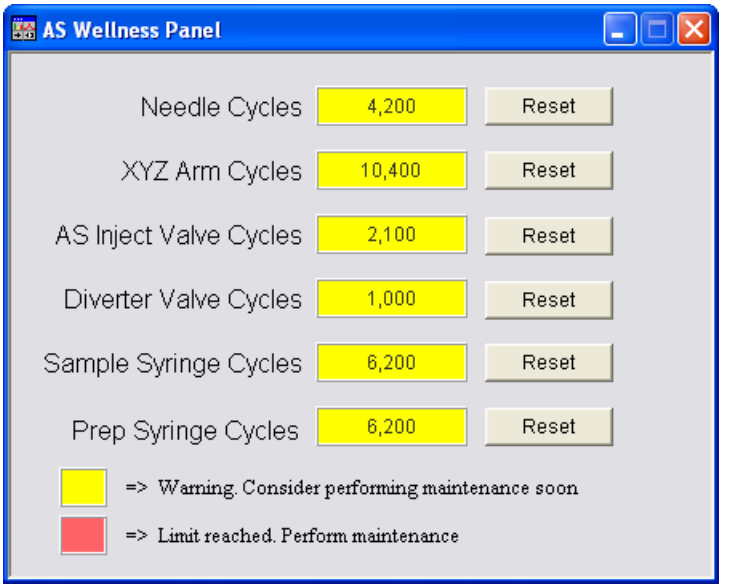

Figure 5-1. Example AS Wellness Panel (Default Warning Values for All Parameters Shown)
2. Click the **Wellness panel** button to open the AS Wellness Panel (see Figure 5-1).